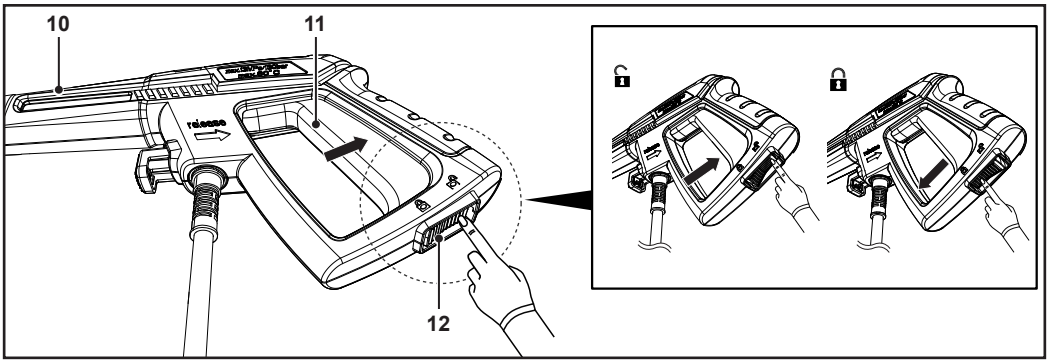

Rys. 8
- Wcisnąć dolną część przycisku blokady (12), jeśli urządzenie nie będzie używane, będzie pozostawione bez nadzoru oraz na czas montażu dodatkowych akcesoriów.
- Aby odblokować spust (11), wcisnąć górną część przycisku blokady (12) (rys. 8).